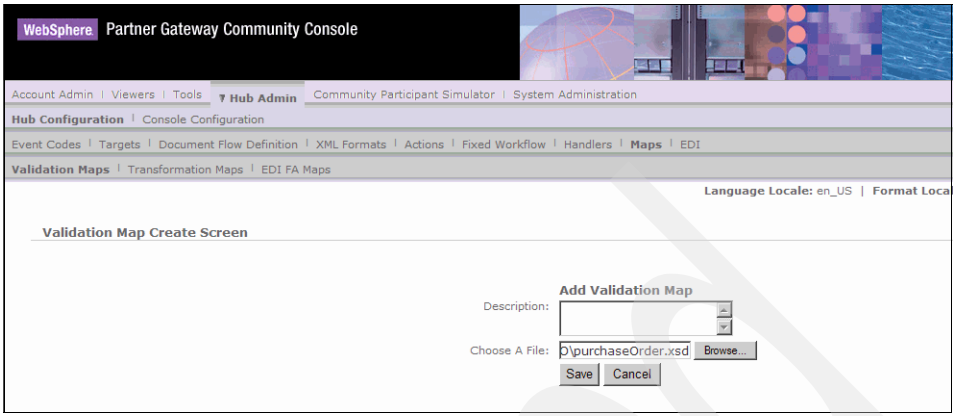

Figure 19-9 Uploading the Validation map purchaseOrder.xsd
3. In the Validation Map Create Screen, select **Browse** to browse through Windows file system to choose the **purchaseOrder.xsd** file (See Figure 19-9 on page 639) and select **Save.**